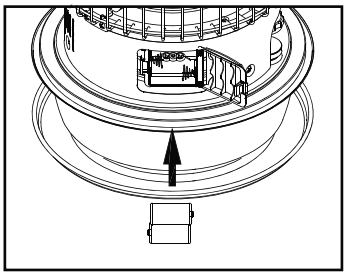

Fig. 15
- **2 BATERÍAS – TAMAÑO "C" –** las baterías se instalan en la parte trasera del calentador. Reemplazar con baterías nuevas. (Fig. 15)